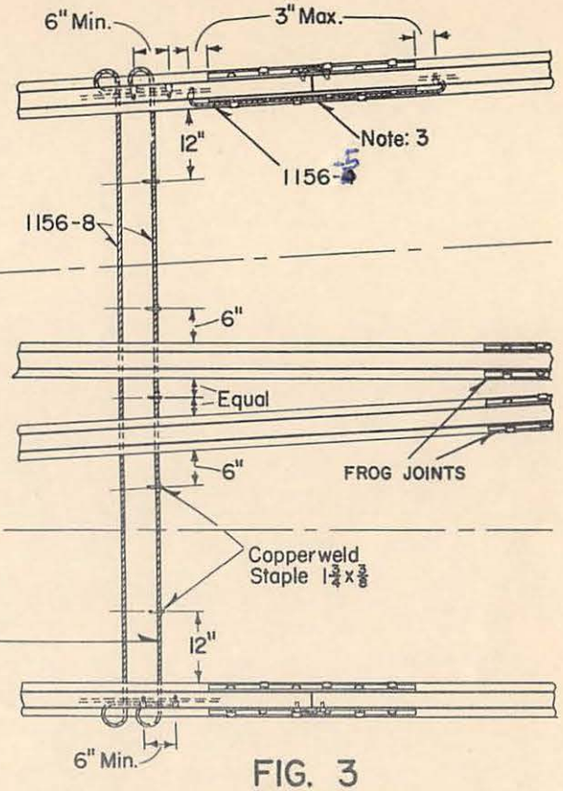

FIG. 3
4. Fig. 2 to be installed where track relay or track feed is located on end of fouling section, otherwise install Fig. 3.